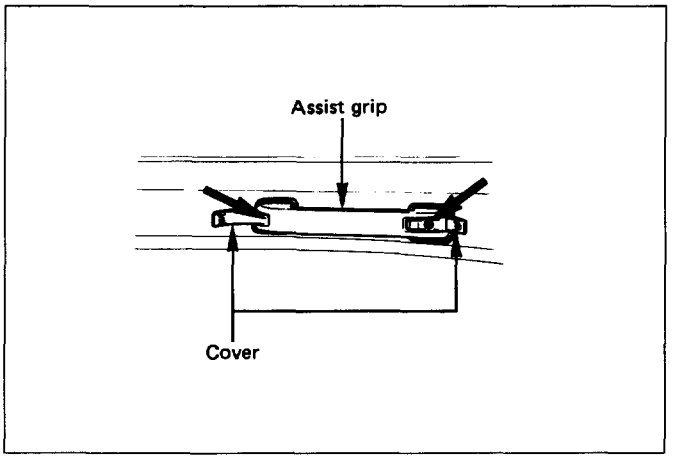

Fig. 10-110
- Open the both side covers of the assist grip and fixing screws. (Fig. 10-110)
9. **Rear seat belt anchor bolt cover and anchor bolt (Fig. 10-110)**